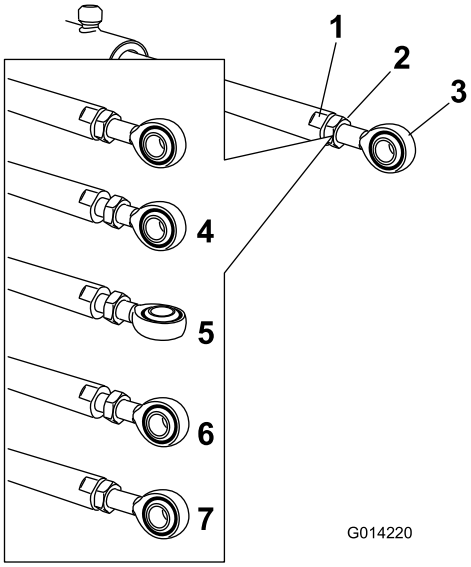

Figura 119
5. Agarre el émbolo del actuador con una llave inglesa en las zonas planas, luego afloje la contratuerca (Figura 119).
6. Gire la rótula en el émbolo del actuador para acortar o alargar el actuador extendido a la posición deseada (Figura 119).